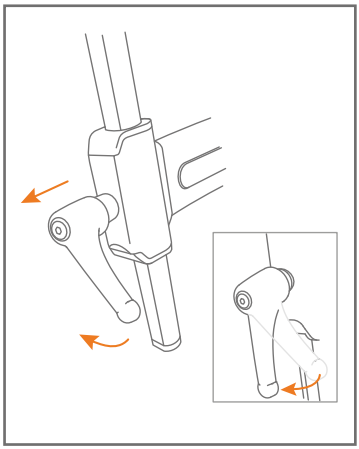

Figuur 17: Verstelgreep goed zetten.
e. Zet de verstelgrepen netjes verticaal, zodat deze recht naar beneden wijzen. Dit doet u door de verstelgreep zachtjes naar buiten te trekken en in de juiste stand te draaien **(Figuur 17).**